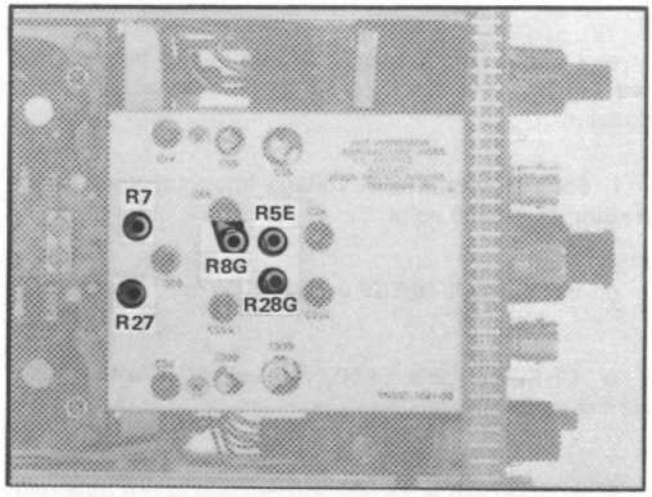

Fig. 5-7. Attenuator board adjustment locations used in the DC Input Resistance and Attenuator Ratio Adjustments procedure.
k. ADJUST—If trace shift exceeds ±0.3 division, leave the + INPUT Mode switch in the DC position and adjust R8G (see Fig. 5-7) so that the trace is within the given tolerance. Recheck for no trace shift as the + INPUT switch is set from V_C to DC. If necessary, readjust R8G.
i. ADJUST—If a +4.500 volt reading is not obtained, adjust R7 (see Fig. 5-7) for a +4.500 volt indication on the Precision DC Voltmeter.
g. ADJUST—If the tolerance is exceeded, leave the + INPUT Mode switch in the DC position and adjust R5E (see Fig. 5-7) for minimum trace shift.
g. ADJUST—If trace shift exceeds ±.03 division, leave the − INPUT Mode switch at DC and adjust R28G (see Fig. 5-7) for minimum trace shift.
j. ADJUST—If a +4.500 volt reading is not obtained, adjust R27 (see Fig. 5-7) for a +4.500 volt indication on the Precision DC Voltmeter.